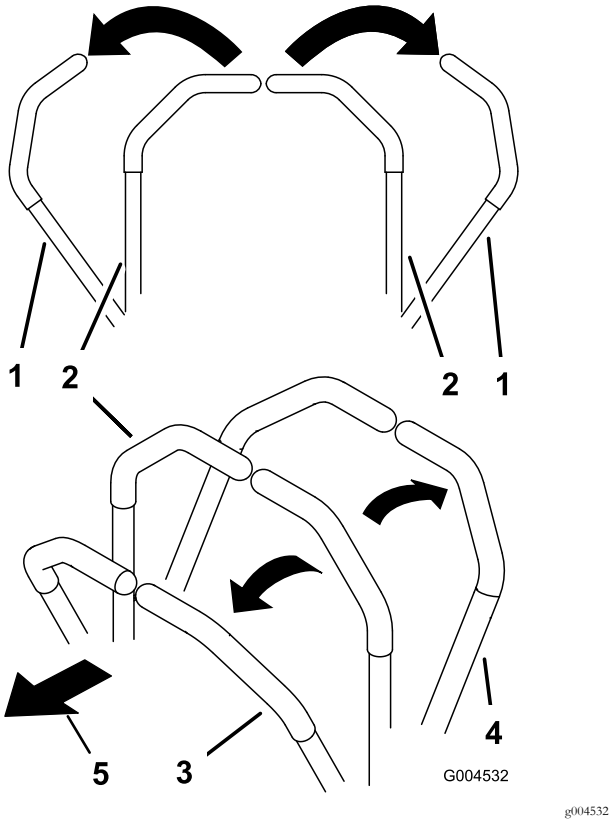

Figur 23
- Kör framåt genom att försiktigt föra rörelsereglagespakarna framåt (Figur 23).
- Om du vill backa drar du försiktigt rörelsereglagen bakåt (Figur 23).
- Sakta ned maskinen för att vända genom att dra båda reglagen bakåt och sedan föra spaken på motsatt sida som du vill svänga åt framåt (Figur 23).